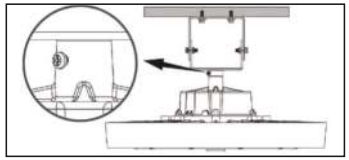

Рис. 3
5.12.3 Вставьте шпильку кронштейна в специальное отверстие с резьбой в верхней части осветительного прибора и надежно затяните, затем надежно затяните установочный винт, чтобы предотвратить ослабление крепления кронштейна (рис. 3).